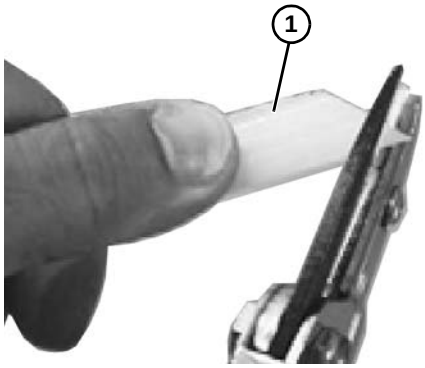

Figure 55
1. Cut both wear strip **(Figure 55, item 1)** ends in a 45° angle. The beginning of a new wear strip (in the direction of travel) must cut back a small angle.